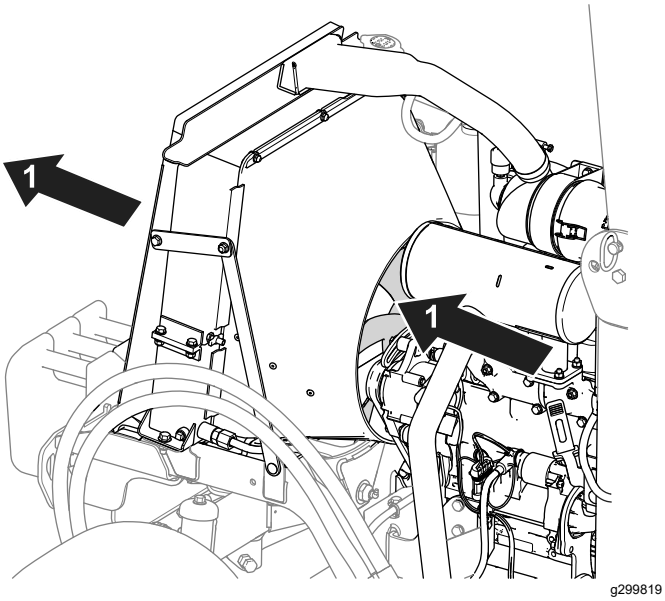

Figuur 70
- Reinig de radiateurribben met perslucht. Richt de lucht uit de machine (Figuur 70).